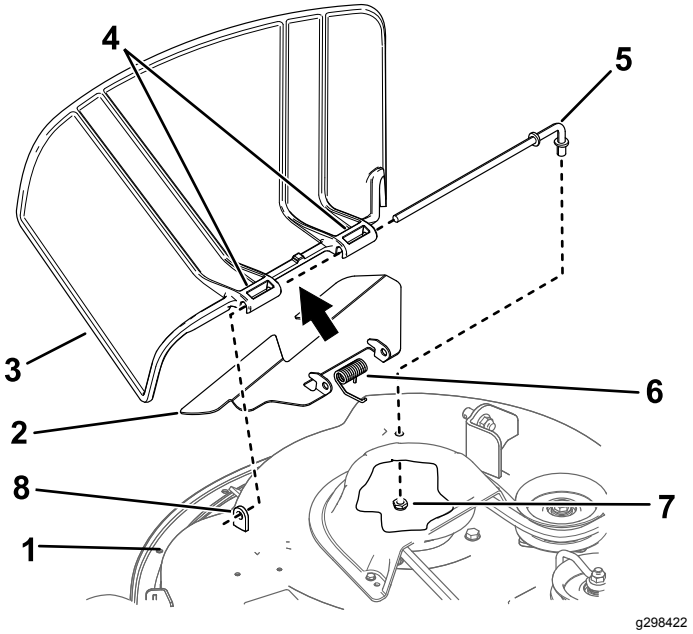

Figur 71
1. Fjern møtrikken (⅜") fra stangen under plæneklipperen (Figur 71).
2. Skub stangen ud af det korte afstandsstykke, fjederen, skærmen og græsdeflektoren (Figur 71).
4. Monter den nye græsdeflektor og skærmen (Figur 71).
7. Skub stangen gennem skærmen og det andet græsdeflektorbeslag (Figur 71).
9. Fastgør den bageste ende af stangen i plæneklipperen med en møtrik (⅜") som vist i Figur 71.